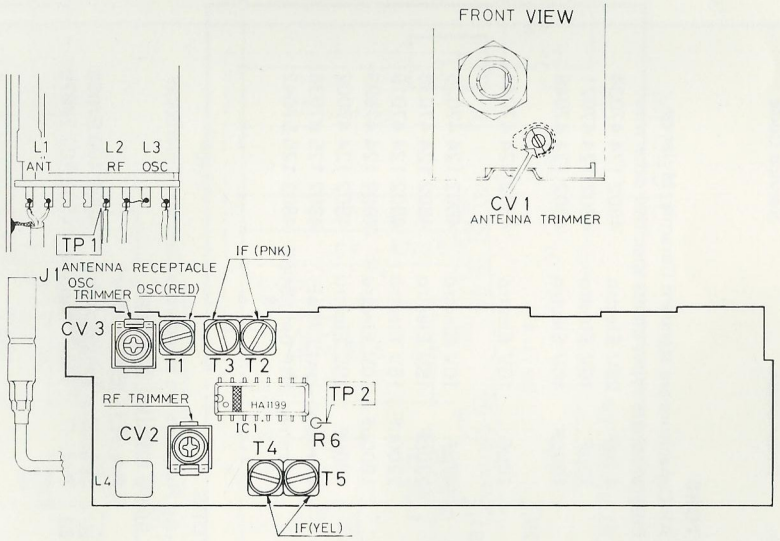

Fig. 5 (ADJUSTMENT POINTS)
(2) Alignments (Refer to Fig. 5 for ADJUSTMENT POINTS.)
(2) Alignment (Refer to Fig. 5 for ADJUSTMENT POINTS.)